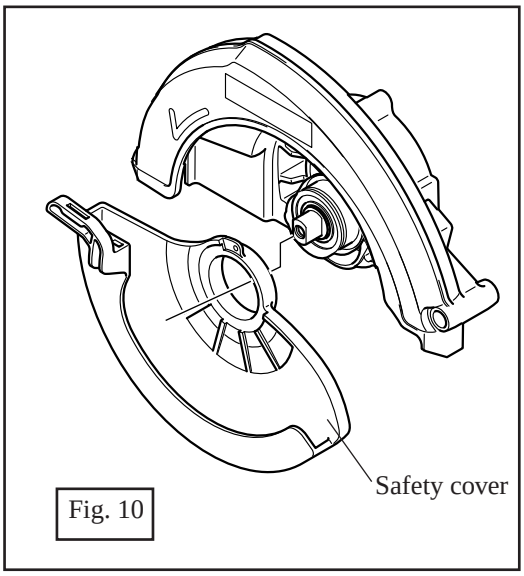

Fig. 10
(4) Then, safety cove can be removed from blade case. See Fig. 10.